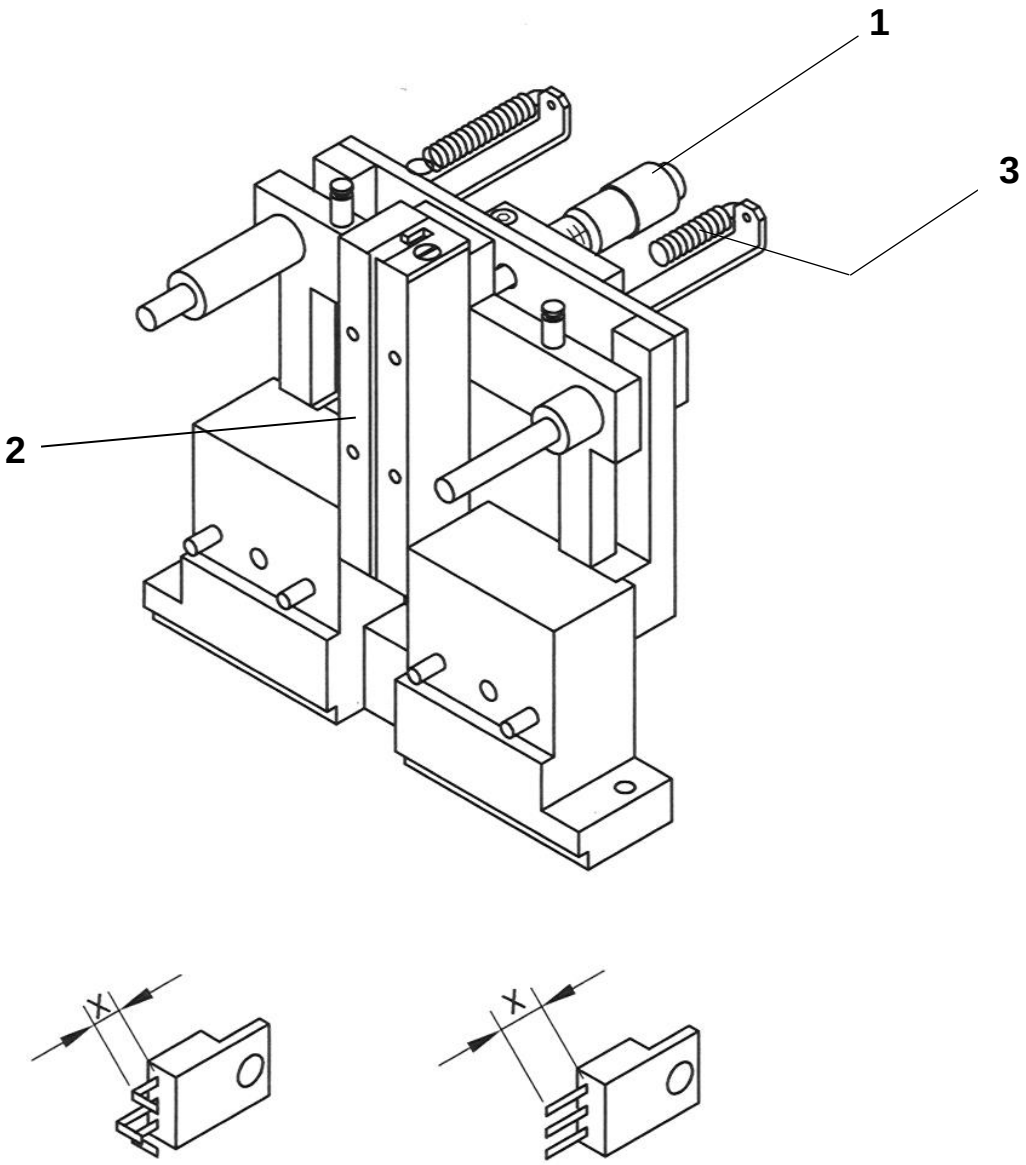

Figure 6 - Setting the cutting length
As stated at the beginning the feed magazines (figure 6 pos.2) are dependent on the respective shape of the component and also have to be exchanged when the machine is fitted for another shape.
2. Release the tension springs (figure 6 pos.3) and pull out the entire magazine out of the guide towards the front.